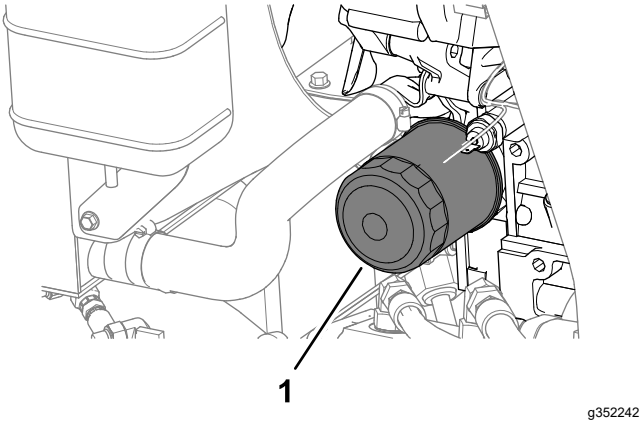

Figur 66
4. Avlägsna oljefiltret (Figur 66).